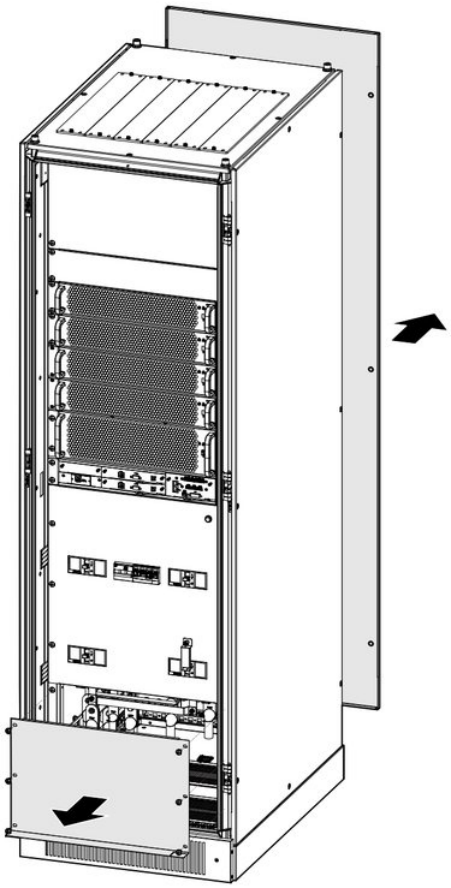

FIGURE 3-28 Dismantle the bottom wiring plate and rear plate
1. Open the door of UPS, and dismantle the bottom wiring plate and rear plate, as shown in Figure 3-28.